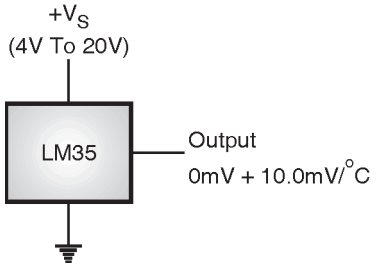

Fig. 4.32.2 : Circuit diagram for the LM35 basic temperature sensor (+2° C to +150° C)
- As shown in the Fig. 4.32.2 the connection for LM35 is very simple. Also the output scale is linear with a change of 10mV/°C.